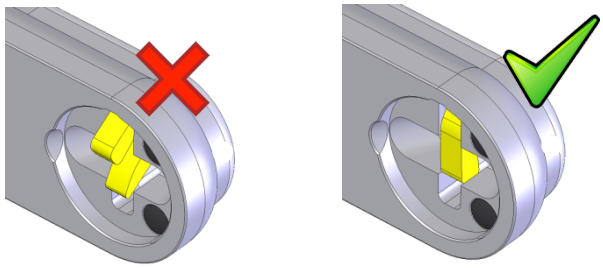

fig. 22
**Prima dell'installazione, a portellone aperto, chiudere il lucchetto (fig. 22).** Il cavetto durante l'apertura d'emergenza scorre per la lunghezza dello spinotto di bloccaggio (circa 1cm) e quindi anche il terminale sferico che deve essere libero di scorrere .